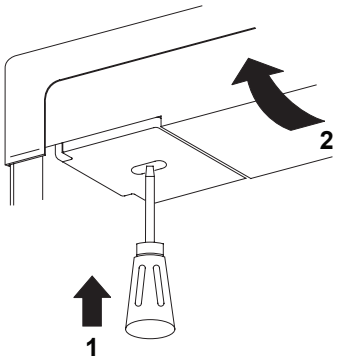

FIG. 4
b) Carefully tilt the top decoration panel and lift up to remove from top frame, see fig. 4.